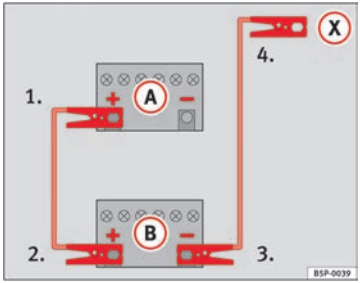

Fig. 162 Diagram of connections for vehicles without Start-Stop system.
2. Connect one end of the *red* jump lead to the positive (+) terminal of the vehicle with the flat battery (A) ⇒ Fig. 162.
3. Connect the other end of the *red* jump lead to the positive terminal (+) in the vehicle providing assistance (B).
4. **For vehicles without Start-Stop system:** Connect one end of the *black* jump lead to the negative terminal (−) of the vehicle providing assistance (B) ⇒ Fig. 162.